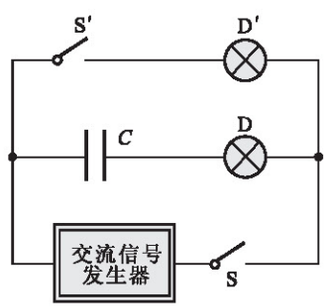

图2-4-4
1. 如图2-4-4所示，把电容器C和小灯泡D串联，再与另一完全相同的小灯泡D′并联，用交流信号发生器作电源. 交流信号发生器可以输出不同频率、不同电压的正弦交流信号. 闭合开关S和S′，可以观察到小灯泡D和D′的发光有何不同？为什么？